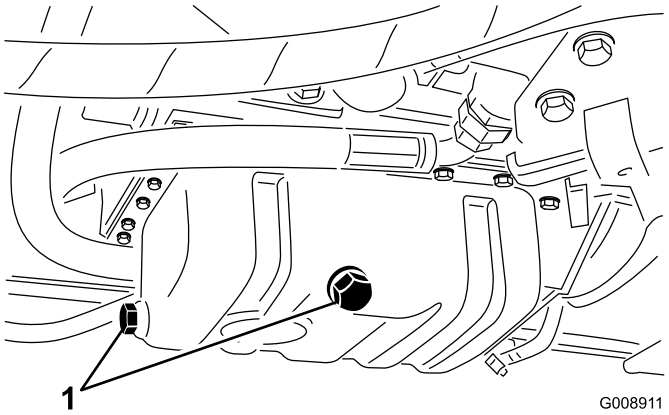

Rysunek 50
1. Odkręć korek spustowy (Rysunek 50) i poczekaj, aż olej ścieknie do naczynia do spuszczania oleju.